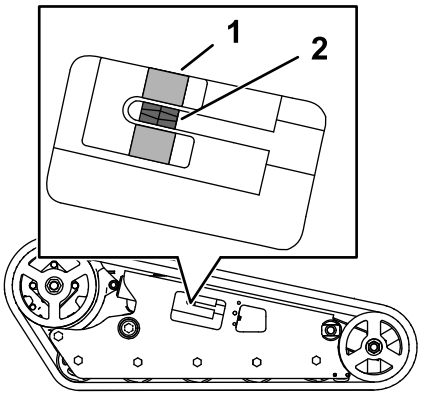

**Figur 58**
Kontrollera att spännblocket är i linje med den gröna styrningen på dekalen eller 1,3 cm från baksidan av spänningsrörets öppning (Figur 58).
4. Använd en hylsnyckel på ½ tum för att vrida spännskruven tills spännblocket är i linje med den gröna styrningen på dekalen eller 1,3 cm från baksidan av spänningsrörets öppning (Figur 58).
8. Kontrollera att spännblocket är i linje med den gröna styrningen på dekalen eller 1,3 cm från baksidan av spänningsröret för båda spåren (Figur 58). Justera den om så behövs.